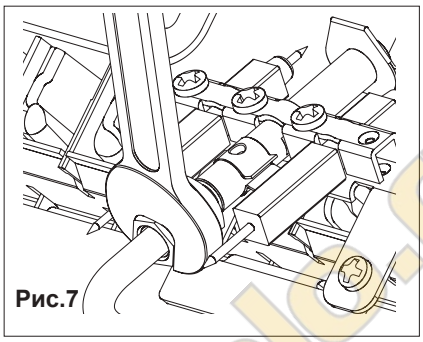

**Рис.7**
- отсоединить трубку запальной горелки (рис.7);